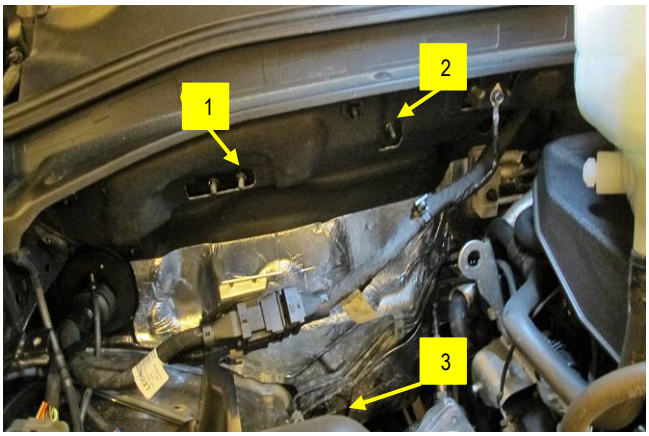

Bilde 17
Tre braketten på varmeren (1) ned bak bremserør til nedre M6 bolt, nr. 3 på bilde 17
Løft opp kabel (2) og hekt varmerbrakett inn på M6 bolter nr.1 på bilde 17